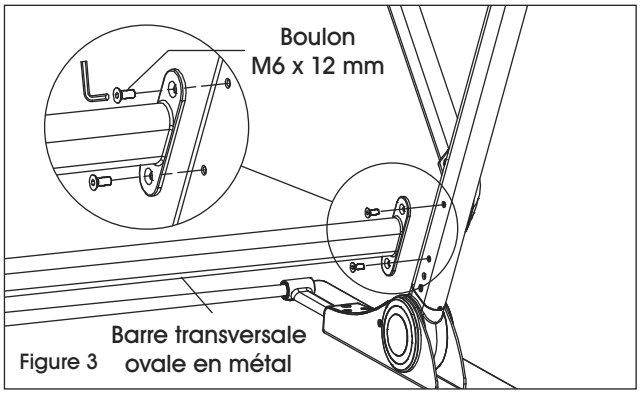

Figure 3
3. Insérez la barre transversale ronde en métal (6) dans le bout rond du deuxième pied. Alignez les trous du deuxième pied (3) sur les trous filetés de la surface de table. Fixez avec deux boulons M6 x 16 mm (9). Ne serrez pas.
4. Reliez la barre transversale ovale en métal (5) près de la partie supérieure du pied à l'aide de deux boulons M6 x 12 mm (11) et de la clé Allen. Répétez l'opération pour l'autre pied. (Voir Figure 3)